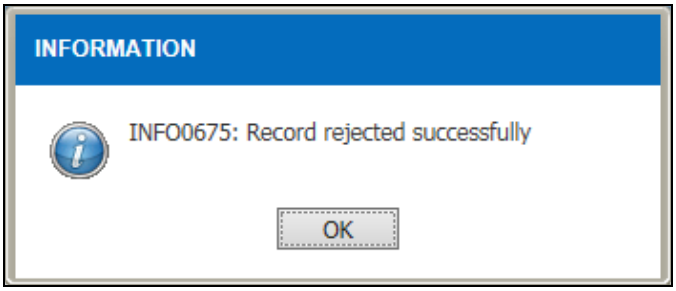

Figure 3.2-27 Information Message
- *Click on the* Yes *button to reject record and information message will be display as Figure 3.2-27*